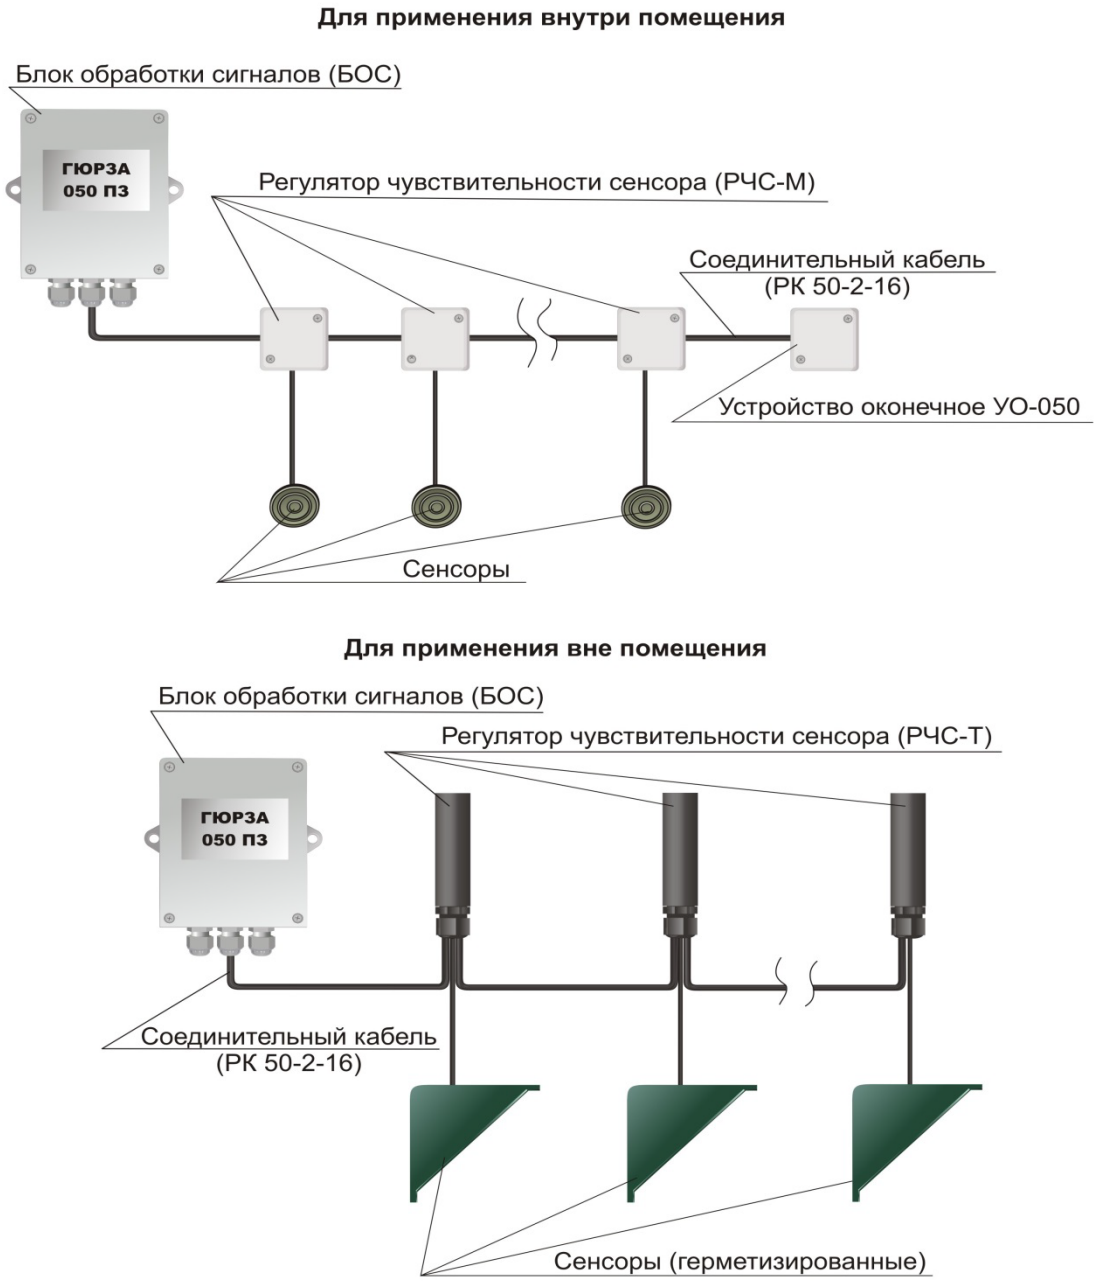

Рисунок 1.1
1.5.1.1 Извещатель состоит из БОС, группы чувствительных элементов с регуляторами чувствительности, оконечного устройства и соединительного кабеля (рисунок 1.1).